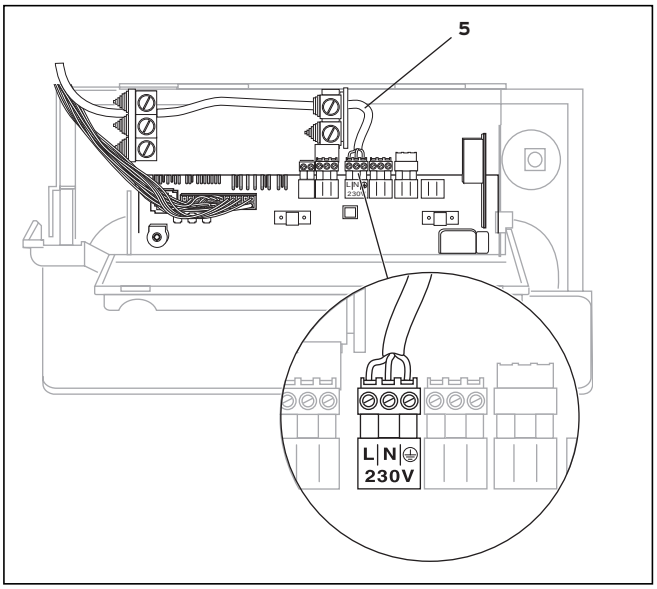

Рис. 4.10 Пример ввода кабелей
- Присоедините соединительные кабели, как показано на рис. 4.10/4.11, к штекерам ProE и гнездам электроники.